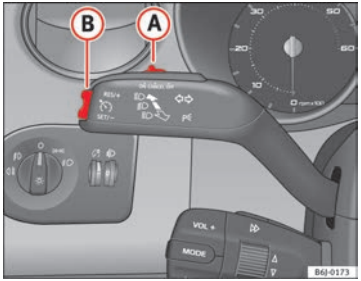

Fig. 120 Turn signal and main beam headlight lever: switch and rocker switch for the cruise control
– Press the lower part **SET** of the rocker switch ⇒ fig. 120 (B) once briefly when you have reached the speed you wish to set.